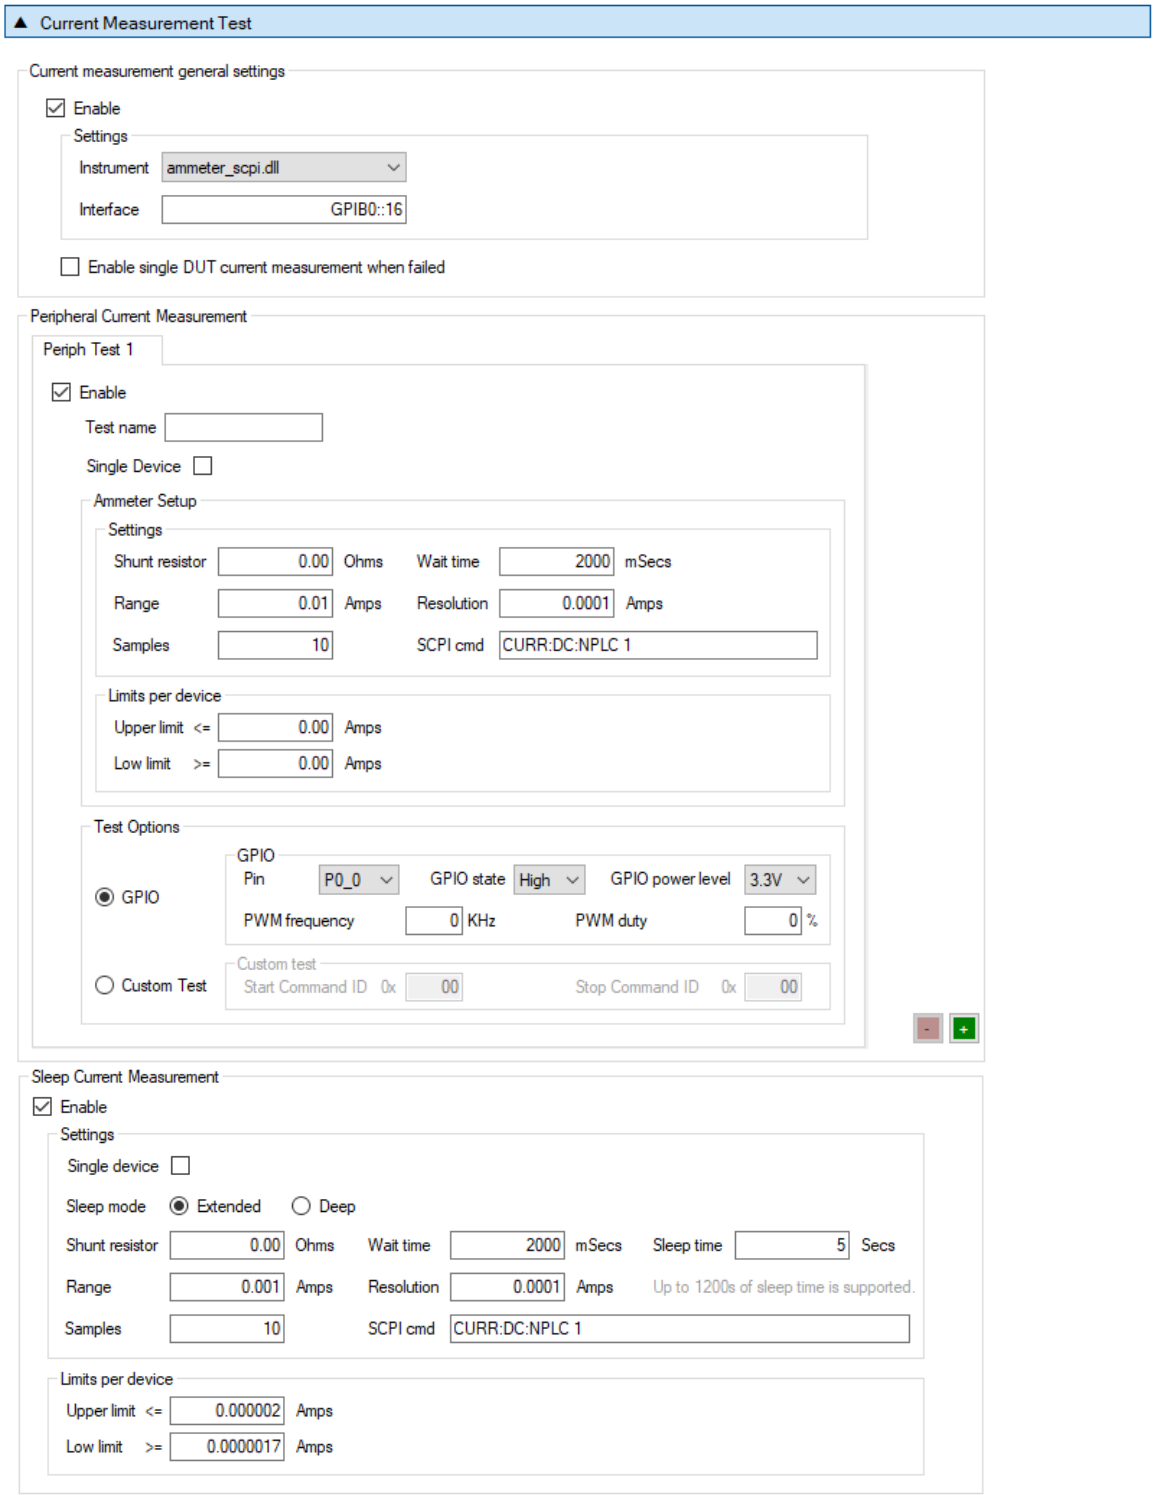

**Figure 98: Current Measurement Tests - DA1469x**
*Peripheral Current Measurement Tests* can have multiple instances with different settings. Tests can be added and removed using the two buttons (e.g. - and + in Figure 98) at the bottom right side of each panel.